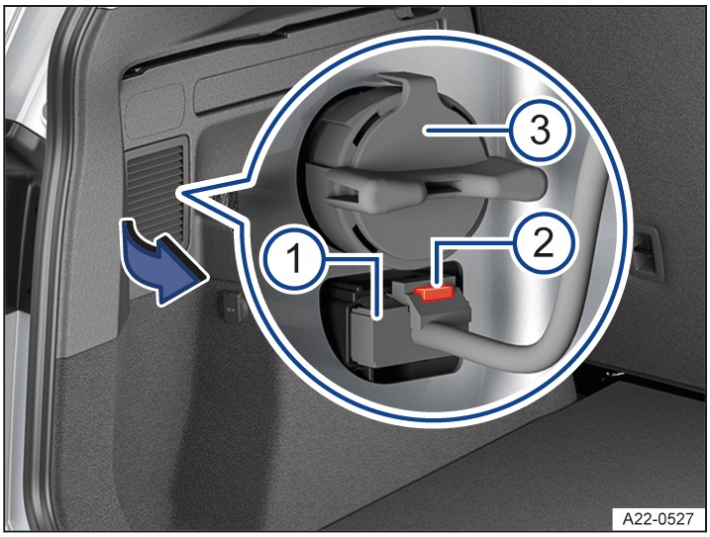

Fig. 1 Side of the luggage compartment: removing the taillight.
1. Open the section of the side trim panel in the luggage compartment near the taillight in the direction of the arrow → *fig. 1*.
2. Remove the fuse → *fig. 1* (1).
3. Press the red catch of the connector and unplug the connector → *fig. 1* (2).
4. Remove the screw by hand → *fig. 1* (3).